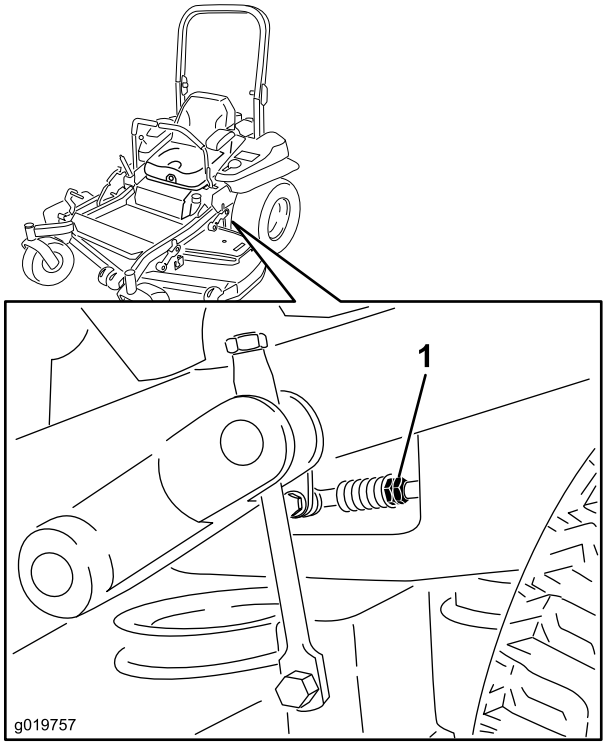

Figur 86
7. Sett bevegelseskontrollspakene i nøytral stilling. Juster lengden på pumpestangen ved å vri på de doble mutrene på stangen i den aktuelle retningen til hjulene kryper noe i revers (Figur 86). Flytt bevegelseskontrollspakene til reversstillingen og bruk litt lett trykk på spaken mens du lar reversindikatorfjærene føre spakene tilbake til nøytral stilling. Hjulene må ikke bevege seg eller krype noe i revers.